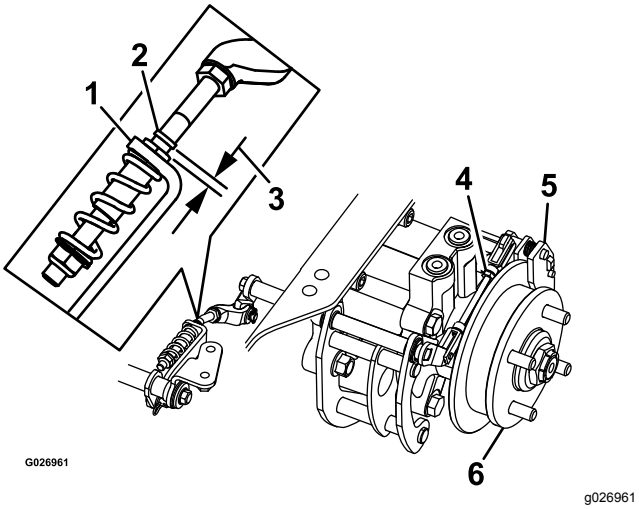

Figur 82
8. Kontrollera om det finns ett synligt mellanrum mellan L-fästet och länkstoppet (Figur 82).